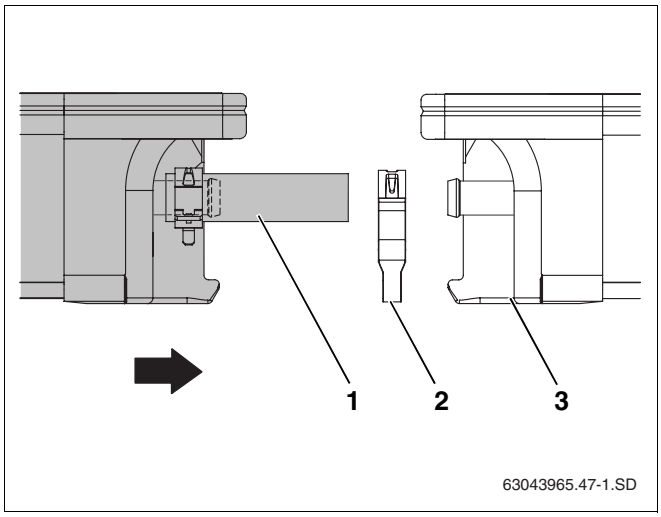

Abb. 27 Zweiten Kollektor mit den ersten verbinden
- Den zweiten Kollektor mit den vormontierten Solarschläuchen (Abb. 27, **Pos. 1**) in die Abrutschsicherung gleiten lassen.
- Die zweite Federbandschelle (Abb. 27, **Pos. 2**) auf den Solarschlauch schieben.
- Den zweiten Kollektor so an den ersten Kollektor schieben, dass die vormontierten Solarschläuche auf die linken Anschlüsse des ersten Kollektors (Abb. 27, **Pos. 3**) geschoben werden.